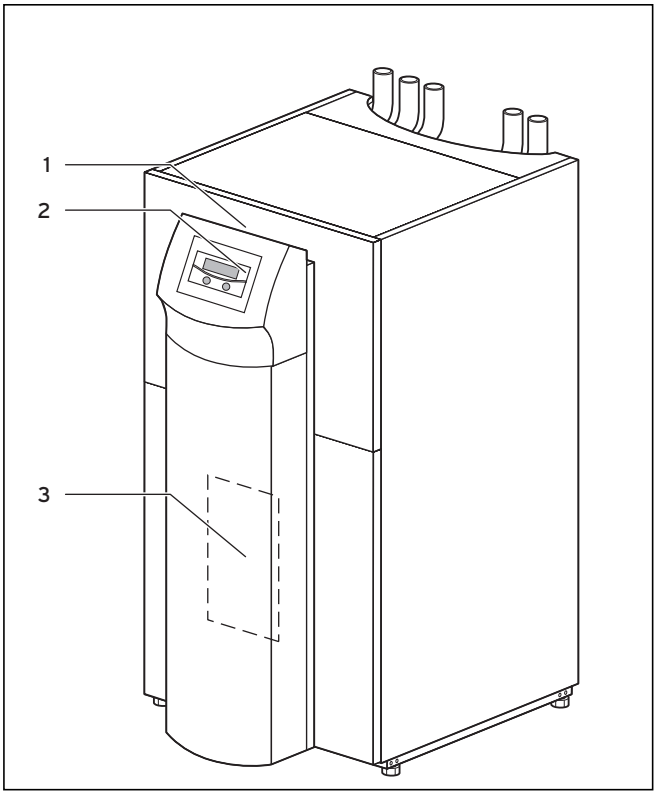

**Afb. 2.4 Vooraanzicht VWS/VWW**
De typeaanduiding van de warmtepomp kunt u op de sticker (zie afb. 2.4 pos. **1**) op het frame van de kolom aflezen.
**Legenda bij afb. 2.4**